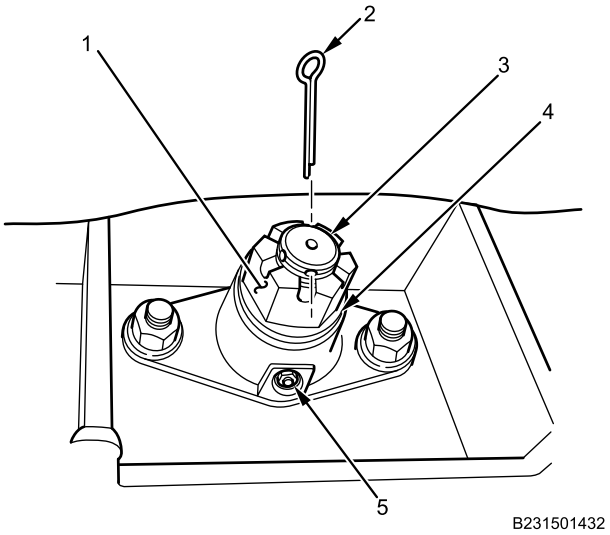

Figure 10. Towing Pintle Hook Assembly from Backside of Rear Frame Crossmember.
3. Install flat washer (Figure 10, Item 4) and castle nut (Figure 10, Item 1) on towing pintle hook pivot bolt (Figure 10, Item 3). Do not tighten.
4. Tighten castle nut (Figure 10, Item 1) just until cotter pin hole is aligned.
5. Install new cotter pin (Figure 10, Item 2) on towing pintle hook pivot bolt (Figure 10, Item 3) and bend tip over securely.
6. Apply grease to towing pintle hook pivot bolt lubrication fitting (Figure 10, Item 5) until grease is pushed out sides of pivot bolt.